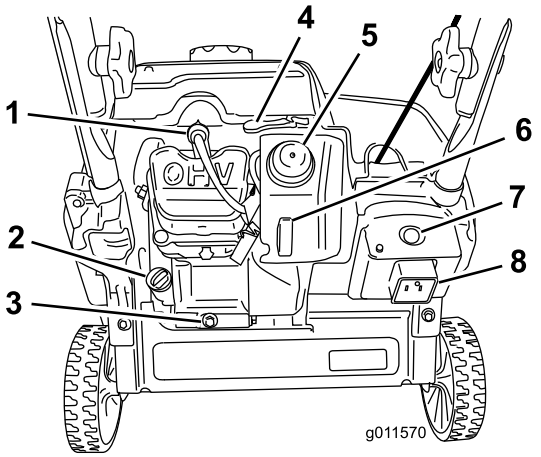

Figur 11
2. Rengör runt oljepåfyllningslocket (Figur 11).
3. Rengör runt oljepåfyllningslocket (Figur 11).